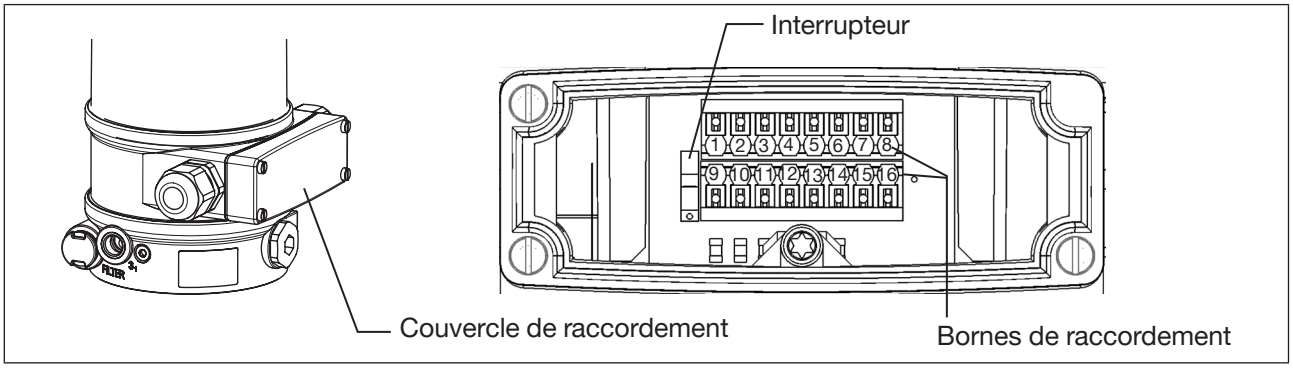

Figure 30 : Raccordement du presse-étoupe
** *L'interrupteur se trouve sous le couvercle de raccordement (voir « Figure 30 : Raccordement du presse-étoupe »).*